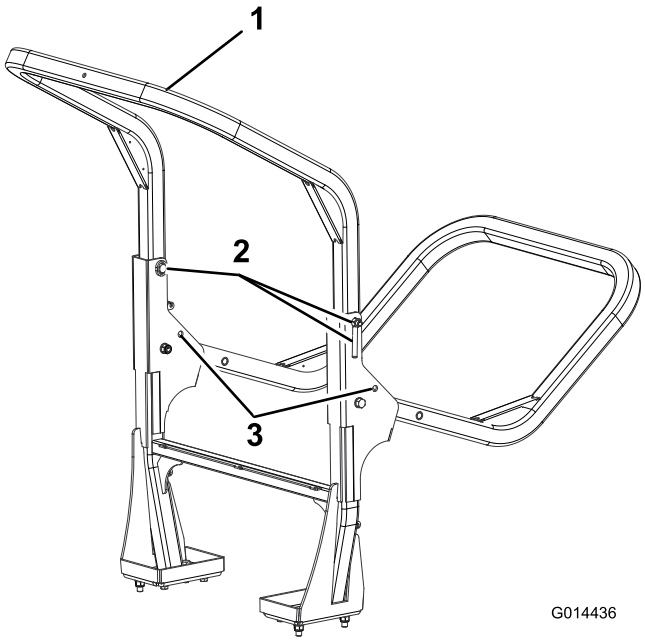

Figur 38
2. Støtt vekten av den øvre rammen mens du fjerner håndmutrene, skivene og festeboltene fra svingbrakettene (Figur 38).